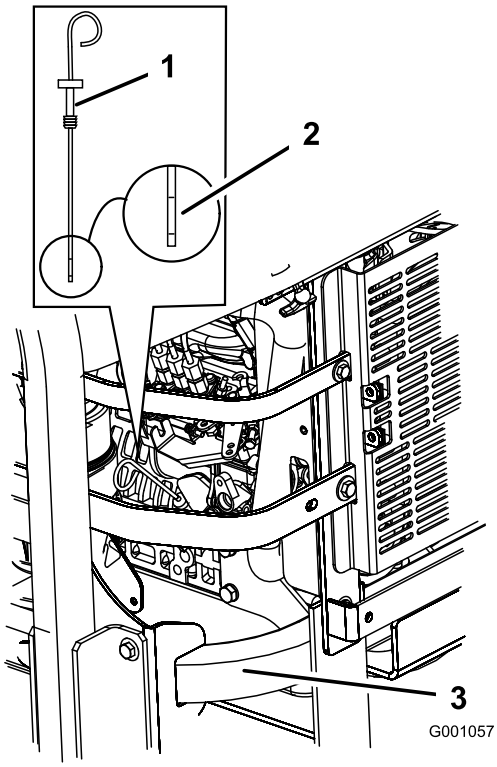

Figur 33
3. Gör rent omkring oljestickan (Figur 33) så att smuts inte kan falla ned i påfyllningshålet och orsaka motorskador.
4. Dra ut oljestickan och torka av metalländen (Figur 33).
5. Stick ner oljestickan helt i påfyllningsröret. Dra ut oljestickan och titta på metalländen (Figur 33). Om oljenivån är låg häller du långsamt i tillräcklig mängd olja i påfyllningshålet för att höja nivån till markeringen Full.